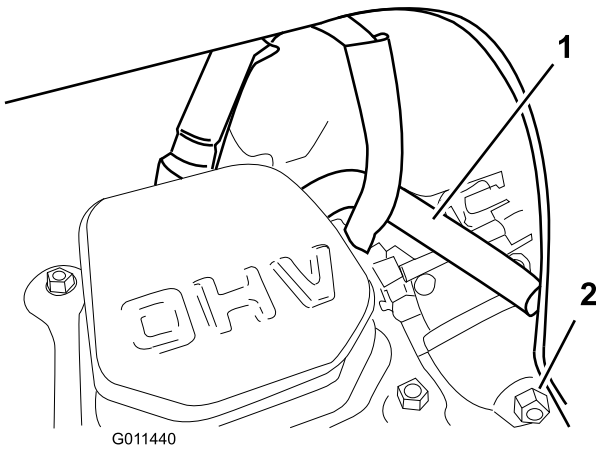

Figure 36
Remarque: Veillez à faire passer le tube de reniflard au-dessus du fil de la bougie, comme illustré (Figure 36).
6. Vidangez le carburateur par la vis de vidange (Figure 36) dans un bidon d'essence homologué.